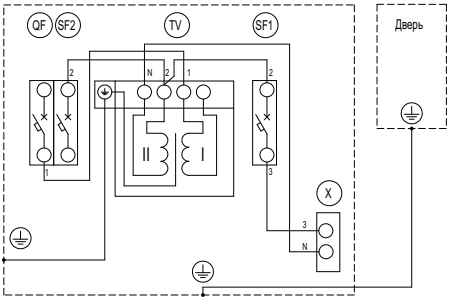

Рисунок 2 – Схема электрическая ящика ЯТП-0,25 230/42-3 УХЛ2 IP54
6.2.6 Присоединить зачищенные жилы подводящих и отходящих проводников согласно электрической схеме (рисунок 2).